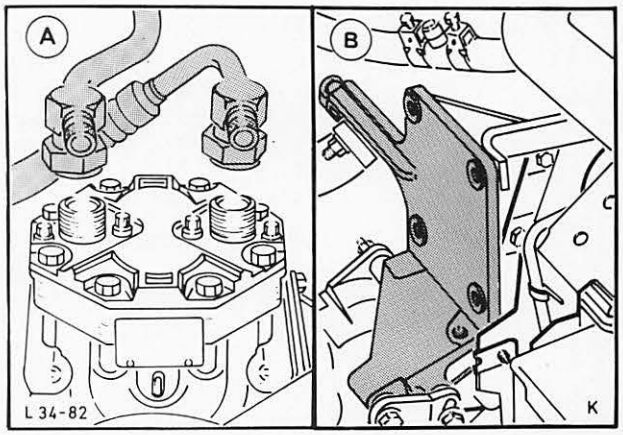

Abb. 51 A = Druck- und Saugleitung vom Kompressor abbauen
3. Kältemittel über Druckventil am Kompressor langsam ablassen. Druck- und Saugschlauch abbauen, Abb. 51.
5. Kompressor vom Halter abbauen (5 Schrauben), Abb. 51, dazu Zündkabel vom 1. Zyl. abziehen, um eine bessere Zugänglichkeit zu erreichen.